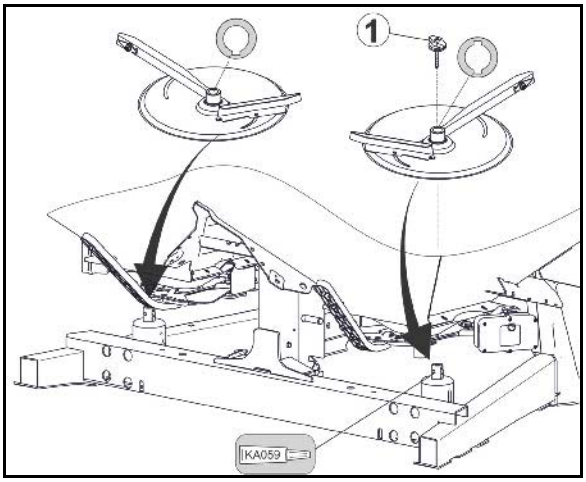

図 68
1. Düngeverordnung (肥料に関する指令) に基づく境界散布 (図 68):